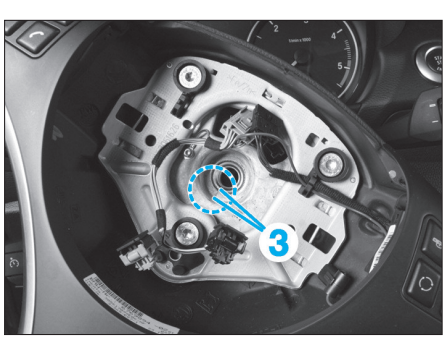

Fig. 2
• Aligner le volant par rapport aux repères (3) tracés sur la colonne de direction et l'emmancher **(Fig.2)**.